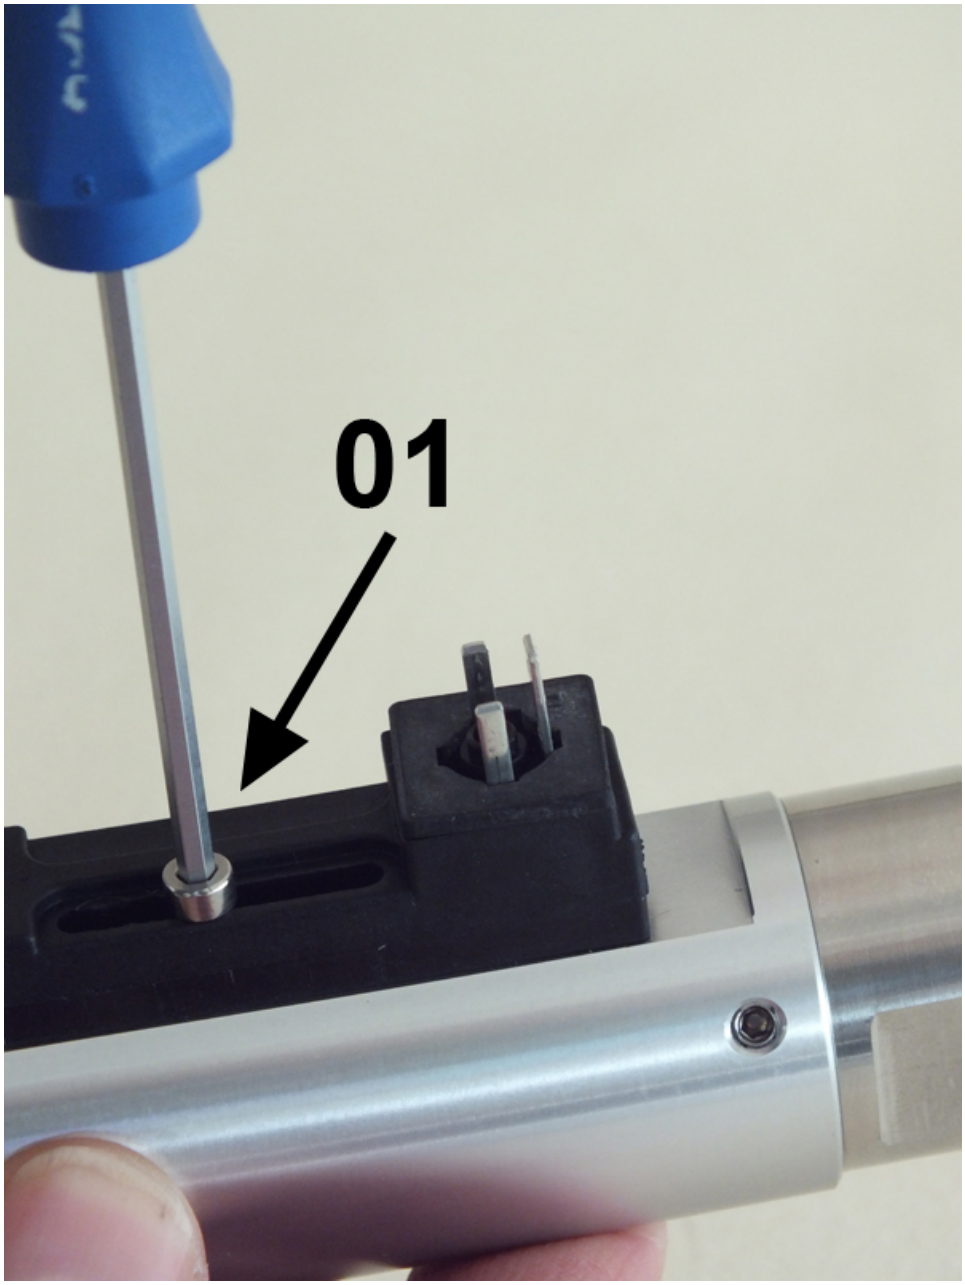

Abb. 55: Feststellschraube lösen
3. Feststellschraube (*Abb. 55*/01) des Schaltkontaktes mit einem Sechskant-Schraubendreher herausdrehen und entfernen
7. Feststellschraube (*Abb. 55*/01) einführen und leicht anziehen damit sich der Schaltkontakt noch leicht verschieben lässt
9. Feststellschraube (*Abb. 55*/1) wieder festdrehen, dabei Schrauben-Anziehdrehmoment einhalten (➥ *Kapitel 11.1 „Anziehdrehmomente“ auf Seite 85*)